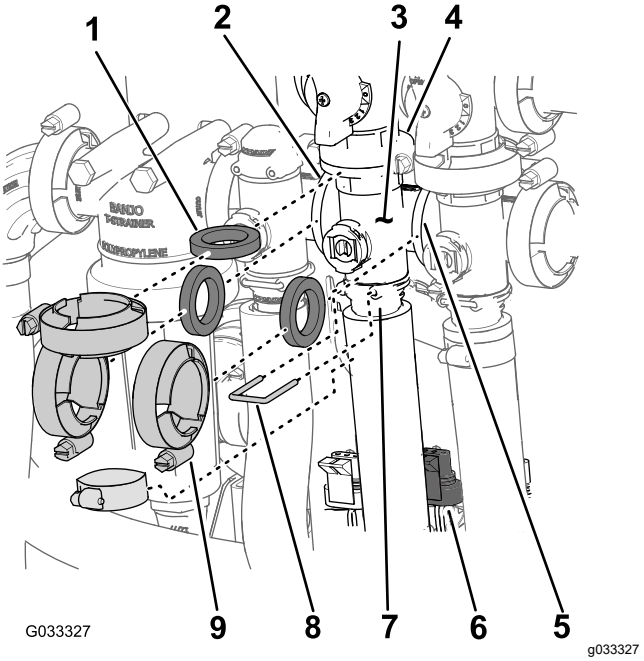

**Figura 70**
1. Remova as braçadeiras e juntas que prendem o coletor da válvula de agitação (Figura 70) à válvula de desvio de agitação, válvula de controle de taxa, válvula da seção principal e encaixe do adaptador (válvula do acelerador de agitação).
2. Remova o retentor que prende o encaixe de saída ao coletor da válvula de agitação (Figura 70).